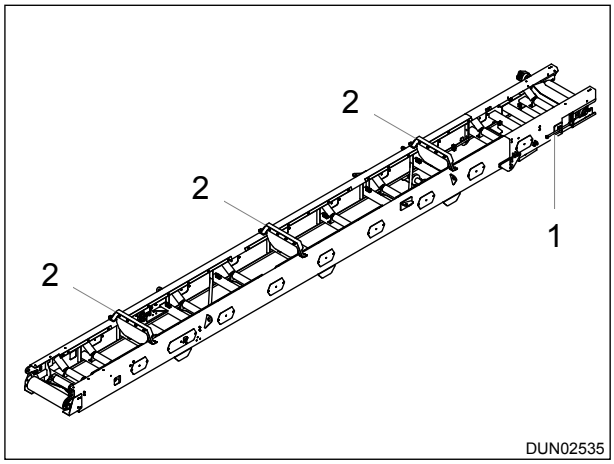

Figure 6.21 - Conveyor Guards
4. Unfold the head section (Item 1) of the conveyor into the working position and secure, Reference: Figure 6.21.
10. Fit the conveyor anti-rollbacks (Item 2) and conveyor guards, Reference: Figure 6.21.